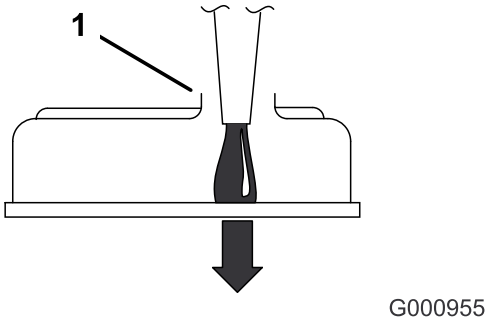

**Figur 45**
**Vigtigt: Hæld langsomt olien på, og bloker ikke påfyldningsstudsen (Figur 45). Hvis du påfylder olie for hurtigt eller blokerer hullet, kan olien løbe over og blokere luftindtagene, hvilket medfører beskadigelse af motoren.**